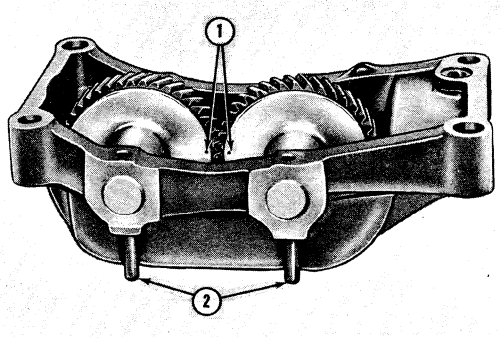
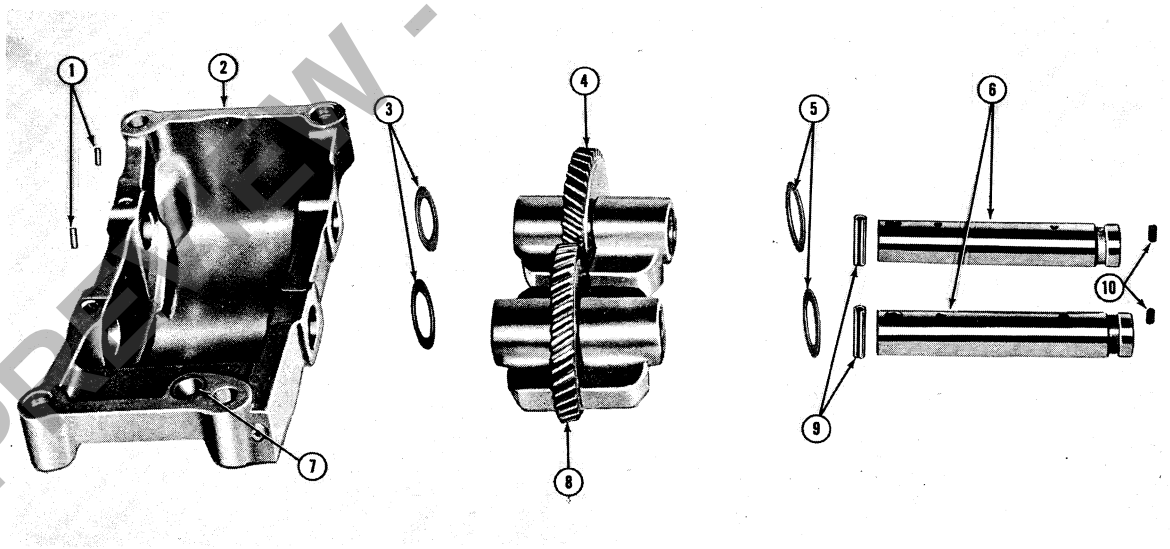

Figure 29
Figure 30
1. BALANCER: Drive out the roll pins securing the shafts to the housing, Figure 29, and disassemble the balancer as shown in Figure 30.